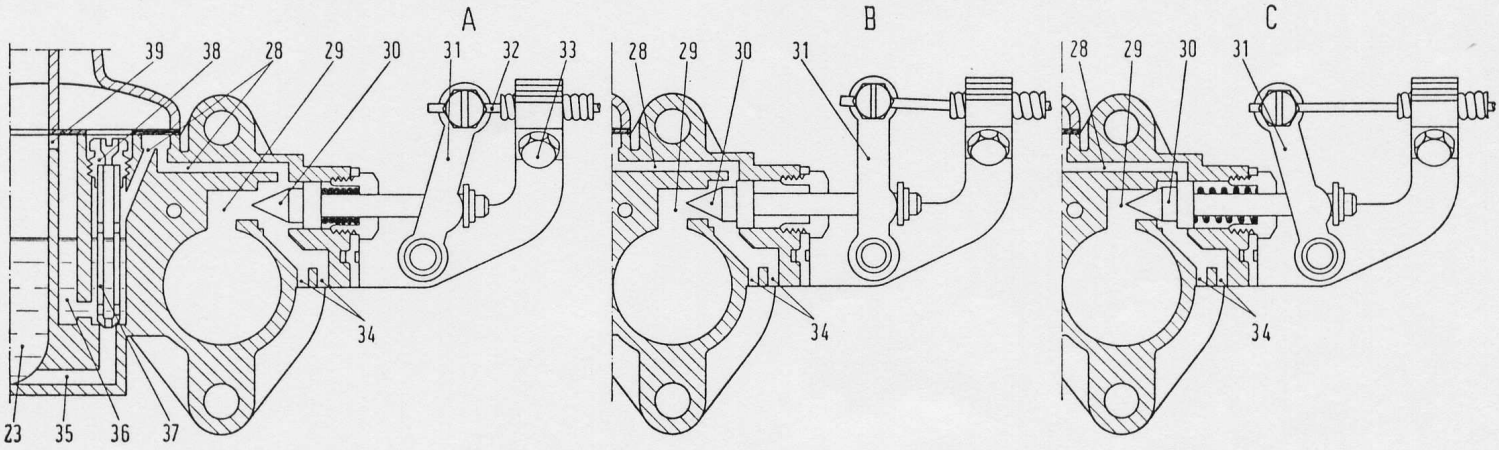

Abb. 30. - Schematische Schnitte des Weber-Vergasers 26 OC durch die Startvorrichtung.
Startvorrichtung (Abb. 30).
Aus den schematischen Schnitten Abb. 30 ist ersichtlich, dass der aus dem Schwimmergehäuse (23) zufliessende Kraftstoff durch den Kanal (35) in die Startdüse (37) gelangt. Bei gänzlichem Hochziehen des Startergriffs wird das Ventil (30) über den Starterhebel (31) von seinem Sitz abgehoben und in die Stellung « ganz offen » (Schema « A » der Abb. 30) gebracht. Hierbei werden durch das Ventil (30) sowohl der Gemischkanal (28) wie auch der Startgemischkanal (29) geöffnet.
geliefert, das je mehr die Vorrichtung selbst ausgeschaltet wird, desto magerer ist und mengenmässig abnimmt (Schema « B » der Abb. 30).
Bei ausgeschalteter Startvorrichtung bleibt der Kanal (29) durch das Ventil (30) geschlossen, so dass durch denselbe kein Kraftstoff abgesaugt werden kann (Schema « C » der Abb. 30).
Anlassen bei kaltem Motor: Startergriff ganz hochziehen (Stellung « A » der Abb. 30).
vorrichtung nur teilweise einschalten (Stellung « B » der Abb. 30).
Während des Warmlaufs des Motors muss man die Startvorrichtung, selbst bei fahrendem Wagen, stufenweise ausschalten und zwar in der Weise, dass der Motor mit einem zusätzlichen Kraftstoffgemisch beliefert wird, das jeweils gerade ausreicht, um einen regelmässigen Motorbetrieb zu sichern (Stellung « B » der Abb. 30).
Sobald der Motor seine normale Betriebstemperatur erreicht hat, ist die Startvorrichtung vollkommen auszuschalten (Stellung « C » der Abb. 30).